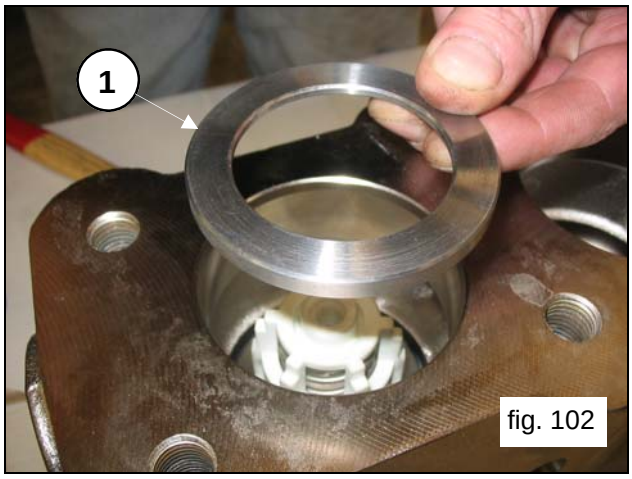
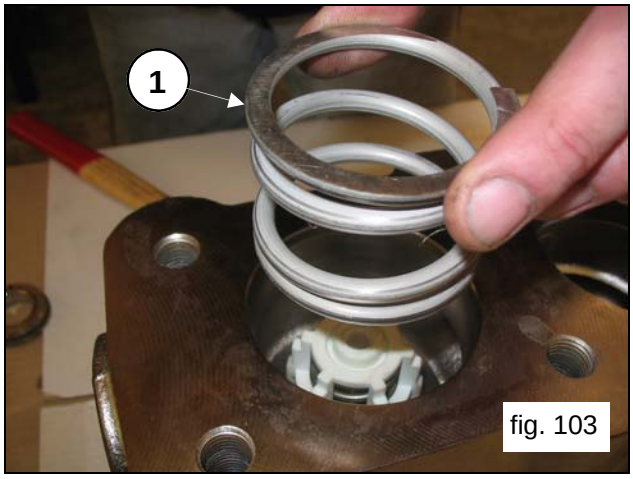

fig. 102
fig. 103
Insert the valve seat ring (pos.①, fig.102) and the spring (pos.①, fig.103).